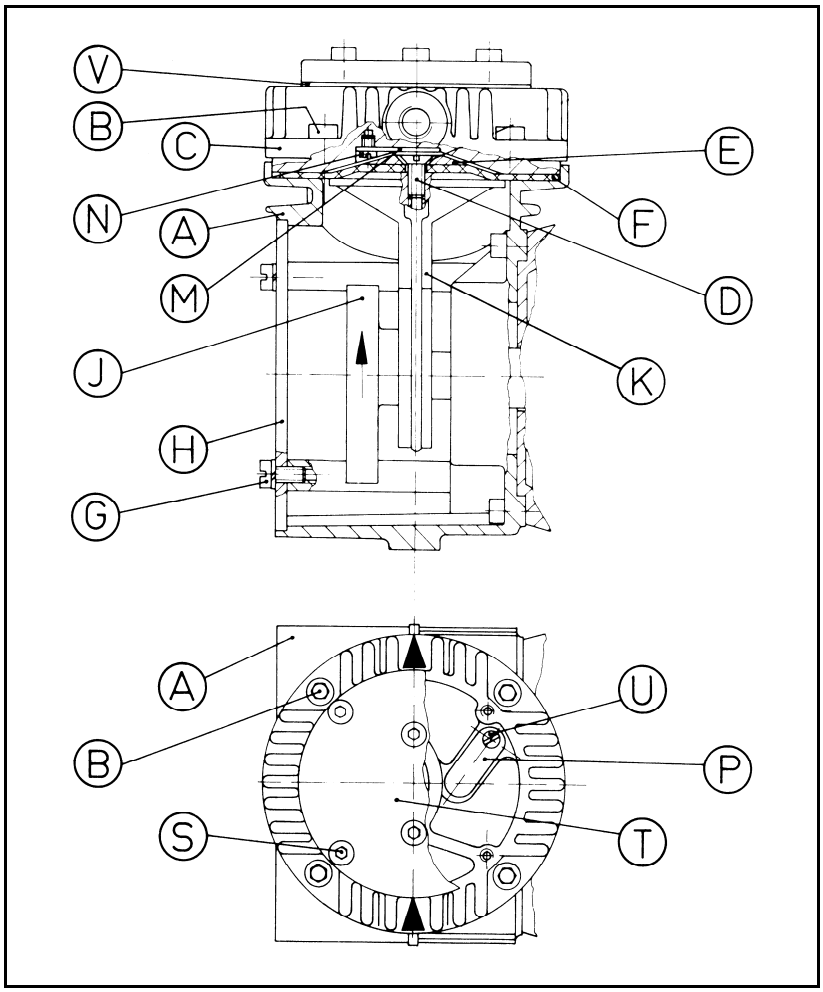

Fig. 6 : Pièces de pompes pour les versions avec tête en aluminium
***selon fig. 6*
Membrane et clapets remplacés.	➔ Vérifier l'étanchéité des tuyaux. ➔ Eventuellement, serrer avec précaution en quinconce les vis (B) ou (S) (voir fig. 6).
Tab. 17 **selon fig. 6*
Tab. 18 **selon fig. 6*
Tab. 19 **selon fig. 6*